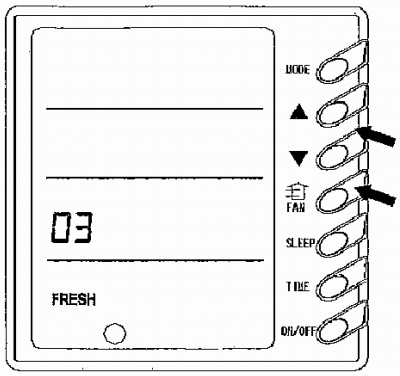

Abb. 8
7) Frischluftventil einstellen (Abb. 8)